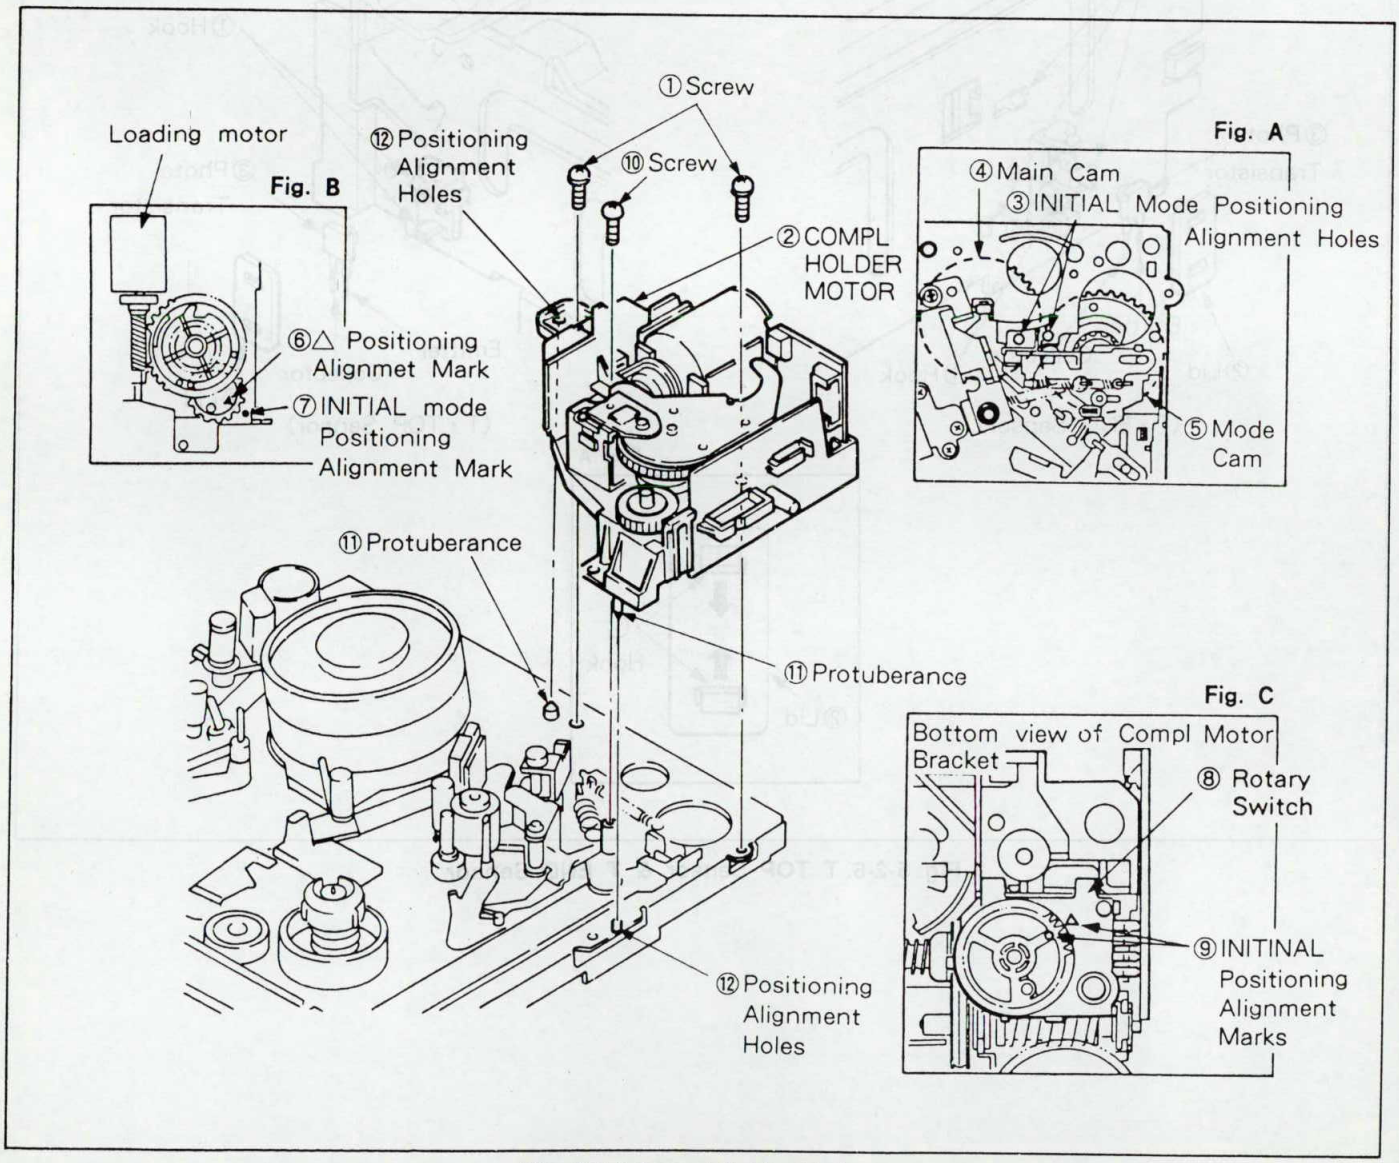

Fig. 5-3-1 Compl Holder Motor
3) Remove the two screws ① and the other one ⑩, then remove the COMPL HOLDER MOTOR ② (see Fig. 5-3-1.).